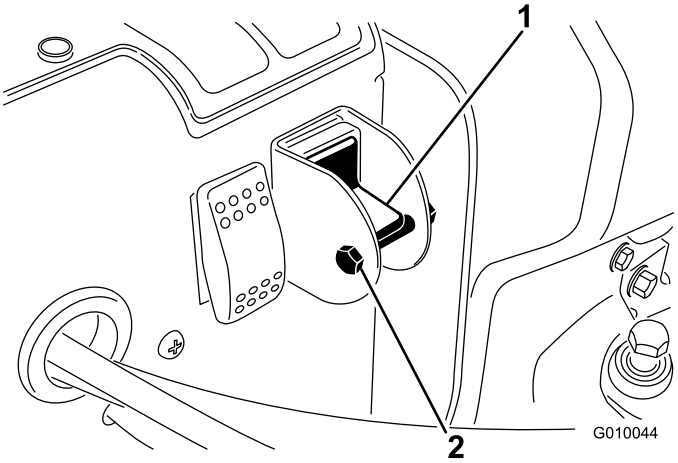

Figur 29
3. Fjern låsebolt og møtrik fra omkobleren (Figur 29).